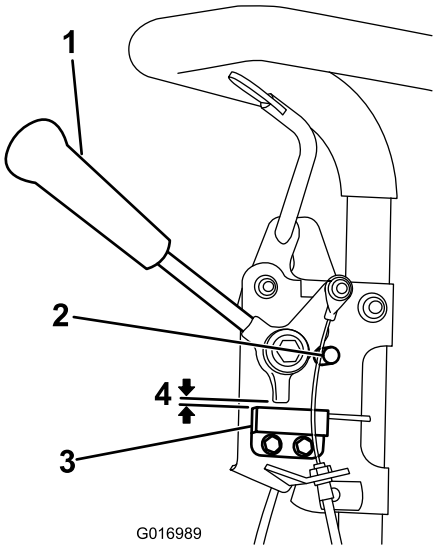

**Figuur 30**
1. Controleer of de motor is afgezet, de tractiebediening is uitgeschakeld en de tractiehendel tegen de aanslag van de neutraalstand aanzit Figuur 30).
2. Maak de bevestigingen van de interlockschakelaar los (Figuur 30).
3. Plaats een afstandsring met een dikte van 0,08 cm tussen de tractiehendel en de interlockschakelaar (Figuur 30).